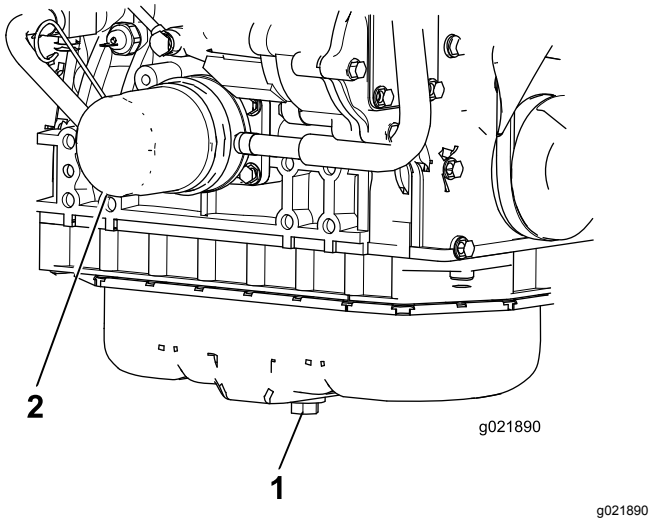

**Figur 86**
1. Fjern aftapningsproppen, og lad olien flyde over i aftapningsbeholderen (Figur 86).
3. Fjern oliefilteret (Figur 86).